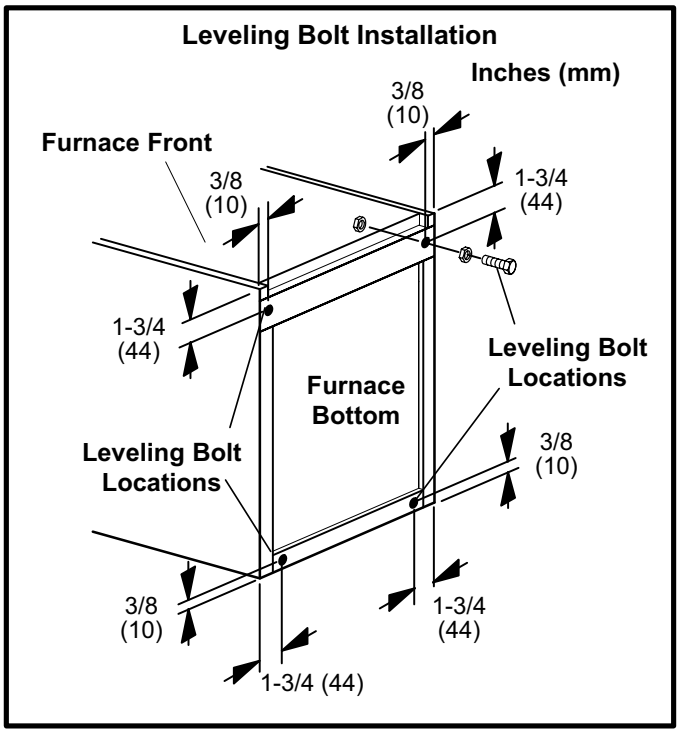

FIGURE 11
When the side return air inlets are used in an upflow application, it may be necessary to install leveling bolts on the bottom of the furnace. Use field-supplied corrosion-resistant 5/16 inch machine bolts (4) and nuts (8). See figure 11.
1 - Lie the furnace on its back and drill a 5/16 inch diameter hole in each corner of the furnace's bottom. See figure 11 for the correct location of the holes. Drill through the bottom panel and the bottom flange of the cabinet.